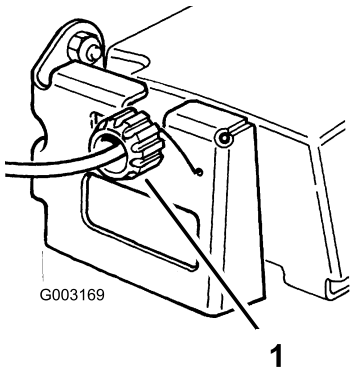

Figura 27
2. Se la trazione automatica non funziona, girate la manopola di comando di mezzo giro in senso orario. Se il tosaerba si sposta in avanti, girate di mezzo giro la manopola in senso antiorario per allentare la cinghia (Figura 27).